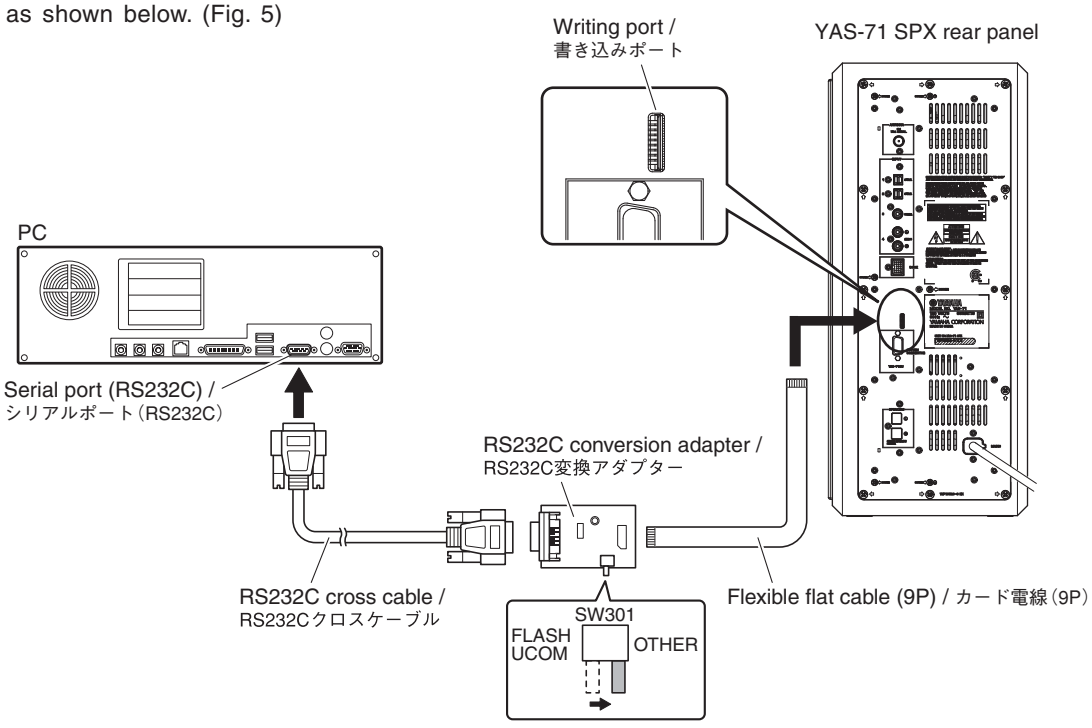

Fig. 5
2. Set the switch (SW301) of RS232C conversion adapter to the “OTHER” side. (Fig. 5)
3. Connect the writing port of this unit to the serial port (RS232C) of the PC with RS232C cross cable, RS232C conversion adapter and flexible flat cable as shown below. (Fig. 5)
2. RS232C 変換アダプターのスイッチ (SW301) を “OTHER” 側に設定します。(Fig. 5)
3. 本機の書き込み用ポートと PC のシリアルポート（RS232C）を下記のように接続します。(Fig. 5)